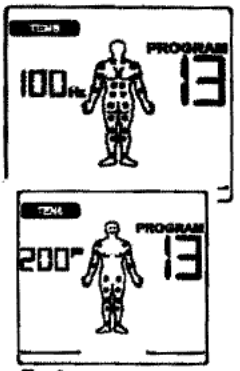

Fig. 2
• Select the desired impulse width using the **UP/DOWN** buttons and press the **ENTER** button to confirm (Fig. 2, example shows an impulse width of 200 µs).